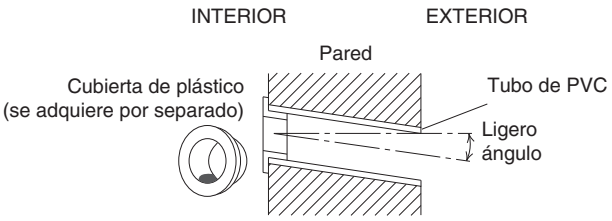

Fig. 3-9
(6) Coloque la cubierta de plástico sobre el extremo del tubo (solo por el lado interior) e insértelo en la pared. (Fig. 3-9)